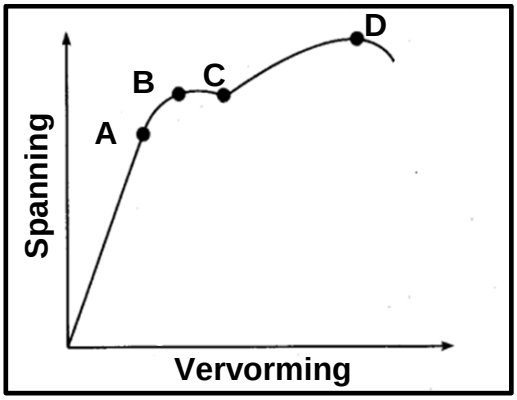

FIGUUR 8.4 (4)
8.4 FIGUUR 8.4 hieronder toon 'n spanning-vervorming-diagram. Benoem **A**–**D**.